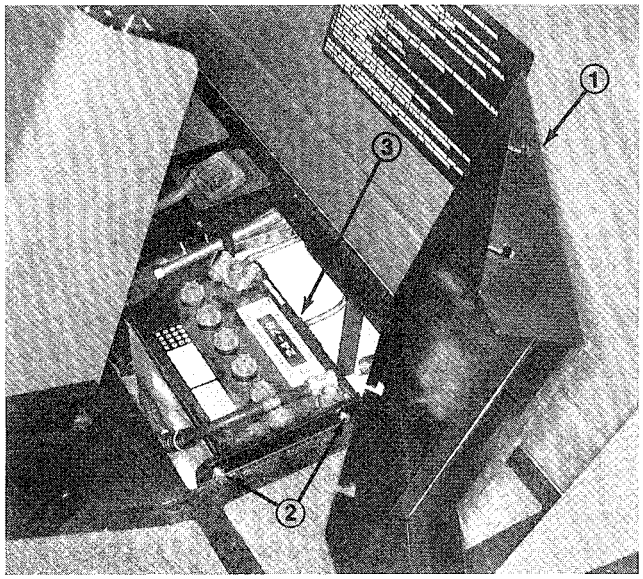

Figure 36
1. Loosen capscrews securing battery cover (Fig. 36).